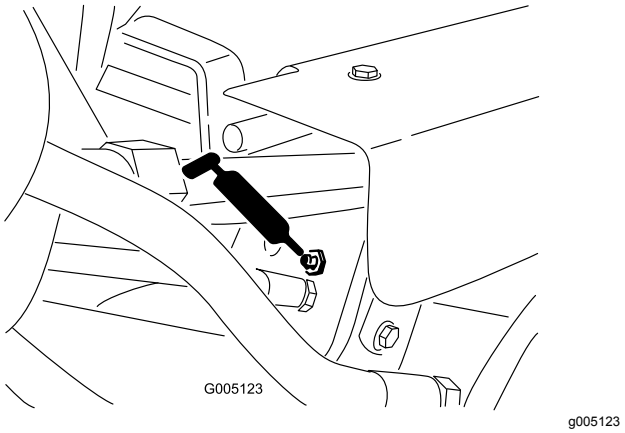

Figur 40
- Løftesylinderne (3) (Figur 40)